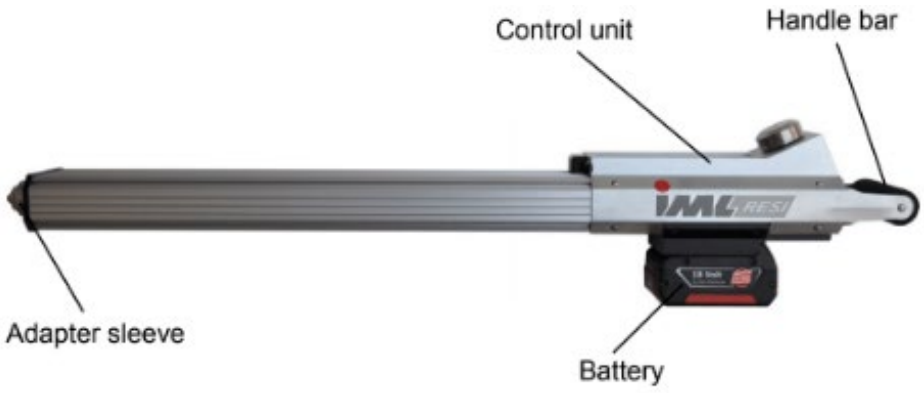

Figure 1 – Side View
1.3 Figures 1 & 2 provide an overview of the tool and the terminology of its components that will be referenced throughout this document.